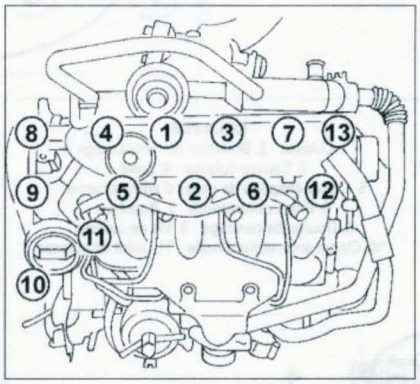

FIGURE 1-29
• Reposer le couvre-culasse supérieur et serrer ses vis de fixation dans l'ordre et au couple de serrage prescrits **(figure 1-29)**.